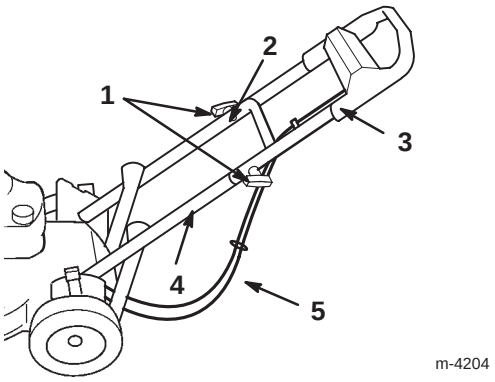

Figur 3
2. Konturhåndtagsbolt (2)
6. Sørg for, at kablerne føres under og bag om det nederste håndtag som vist i figur 3.